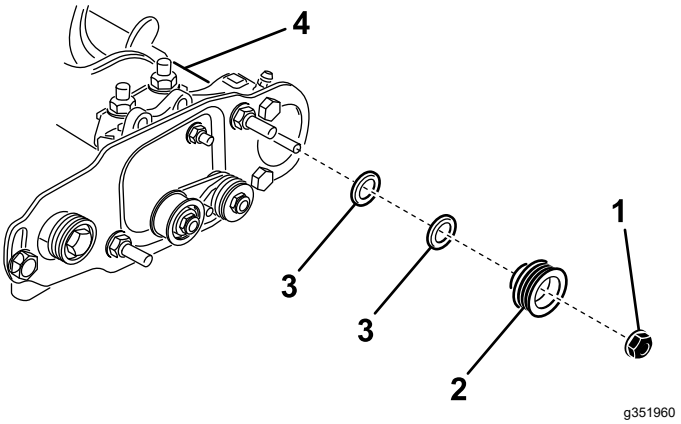

Figure 25
3. Remove the locknut securing the driven pulley to the brush shaft (Figure 24 or Figure 25).
4. Remove the driven pulley from the shaft (Figure 25).
5. If the pulley needs to move out, add a 0.8 mm (0.032 inch) thick washer (Figure 25).